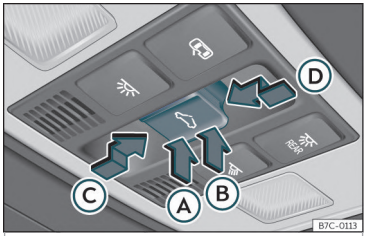

Fig. 89 Pe capitonajul plafonului: buton trapă.
Butonul ⌓ »» **fig. 89** are două niveluri. Primul nivel permite trecerea trapei în poziție înclinat, prin deschiderea sau închiderea totală sau parțială a acesteia.
• *Trapa:* în aprox. 5 secunde de la activarea funcției de acționare de siguranță, apăsați butonul ⌓››› **fig. 89** până la nivelul doi în direcția indicată de săgeată››› **fig. 89** Ⓓ, până când trapa se închide complet.